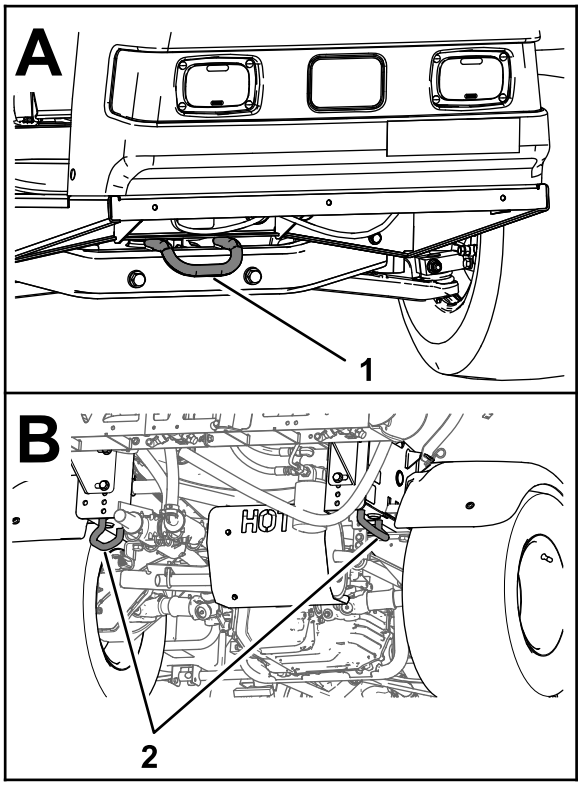

Figur 34
- Fest maskinen godt til transportkjøretøyet. Figur 34 illustrerer festebøylene på maskinen.